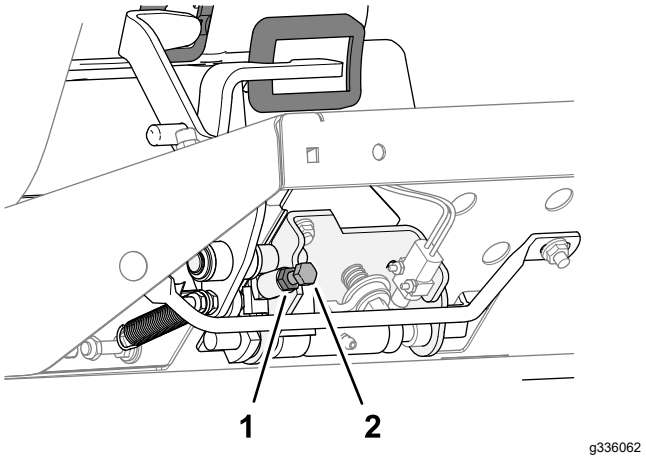

Figuur 86
- Om de maaisnelheid te verlagen, draait u de borgschroef voor de snelheid (Figuur 86) naar rechts.